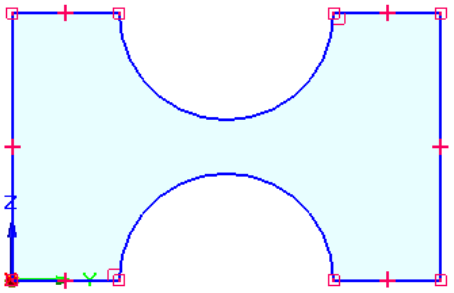

Figure 2-51 *Final profile for Tutorial 2*
19. Click to define the endpoint of this line when the endpoint relationship handle is displayed. The final profile of the model is shown in Figure 2-51.